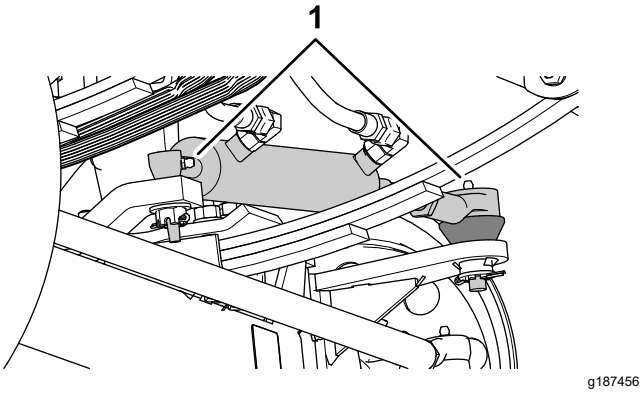
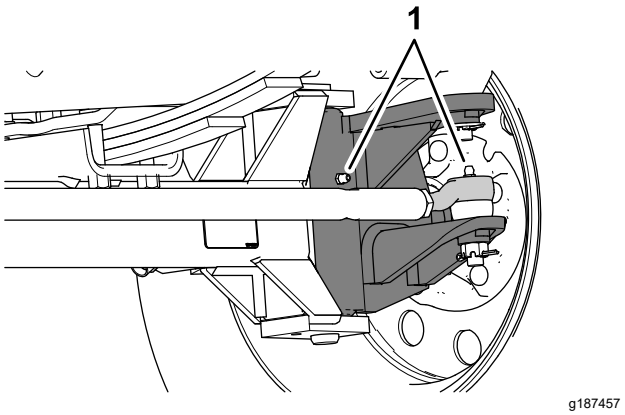

Figuur 68
Figuur 69
1. Veeg de smeernippels schoon (Figuur 68 en Figuur 69).
2. Spuit vet in de smeernippels (Figuur 68 en Figuur 69).
Opmerking: De smeernippels zijn aangegeven in Figuur 68.